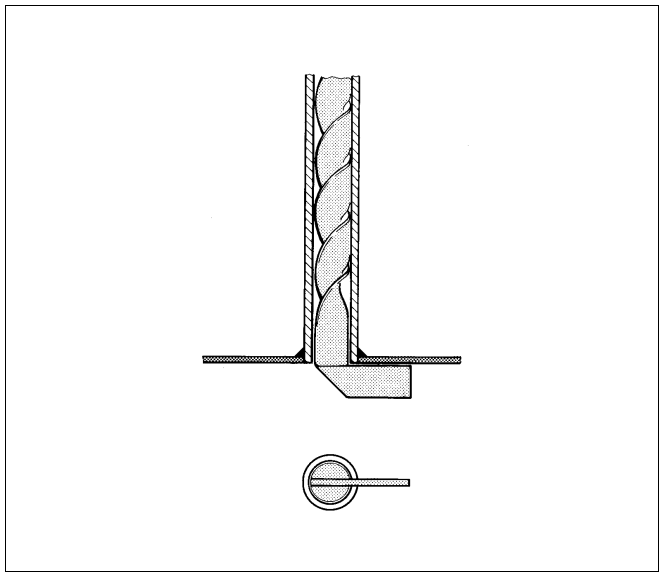

Rys. 42 Sprawdzenie turbulizatorów
- Sprawdzić, czy końcówki oporowe turbulizatorów przylegają poziomo do strony czołowej płomieniówek (rys. 42).